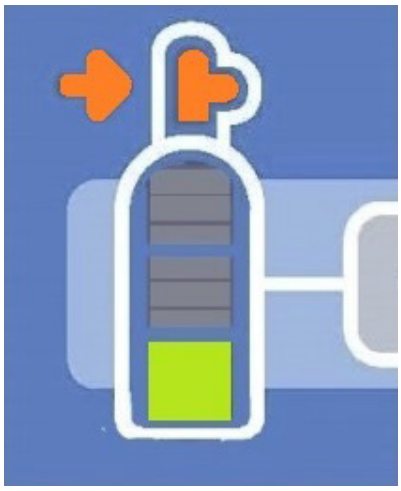

*Figur 7: Indikator for lavt tryk*
- Hvis indikatoren for lavt tryk, som vist i Figur 7, lyser orange, angiver det, at *cryo*ICE BOX ikke detekterer passende tryk. Kontrollér, at gascylinderventilen er helt åben, og at den tilkoblede cylinder ikke er tom.